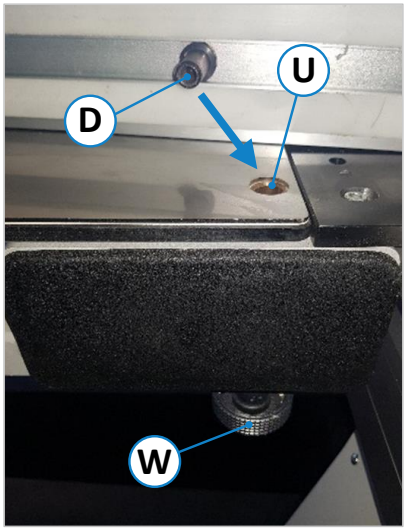
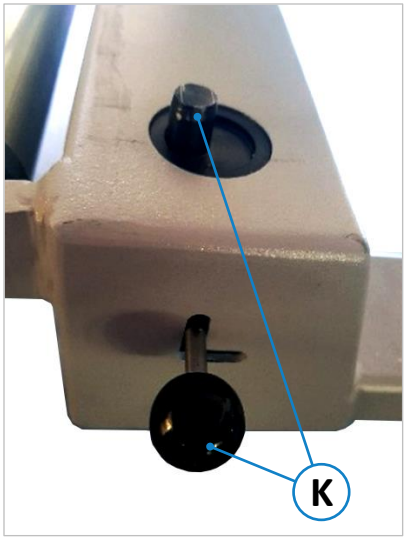
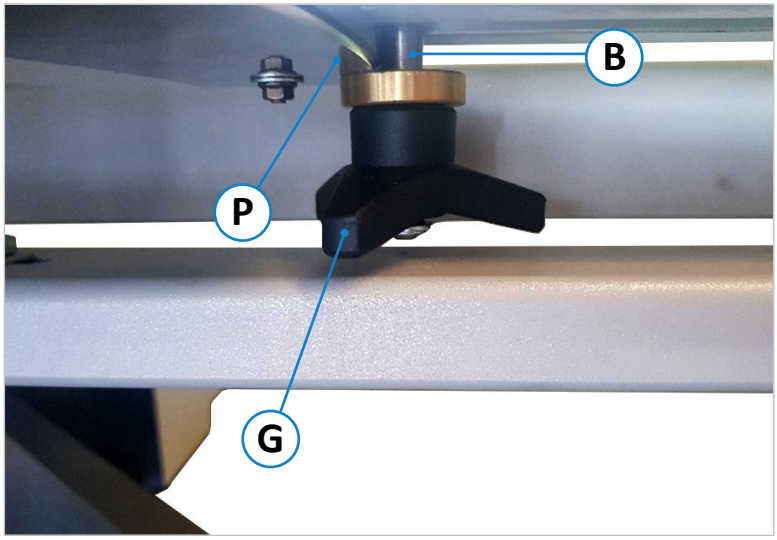
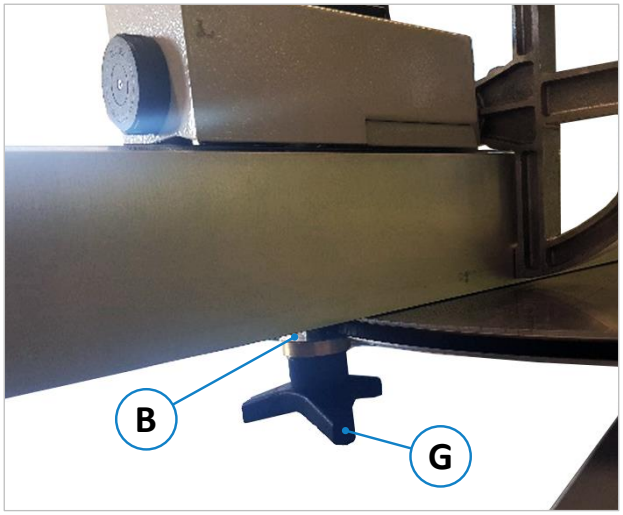

Abbildung 27: Längenanschlag montieren
Abbildung 29: 90 Grad Schnitt vorbereiten
Abbildung 30: Führungsbolzen anschlagen
Abbildung 32: Lineal am Längenanschlag einstellen
- Längenanschlag (**13**) auf den Querschlitten (**22**) legen, dabei das Drehlager (**D**) vom Längenanschlag (**13**) in die Arretier-Führung (**U**) im Querschlitten (**22**) einführen (siehe ⇨ Abbildung 27).
- Längenanschlag (**13**) am Querschlitten (**22**) mit dem hinteren Rastbolzen (**K**) in die vorgesehene Nut am Längenanschlag einrasten lassen (siehe ⇨ Abbildung 29). Der Führungsbolzen (**B**) muss (wie in ⇨ Abbildung 30 gezeigt) an der Längen-Winkelanschlagplatte (**P**) anschlagen.
- Hebel für Rastbolzen (**K**), Sterngriff (**G**) und Arretierungshandrad (**W**) lösen (siehe ⇨ Abbildung 27, ⇨ Abbildung 29 und ⇨ Abbildung 30).
- Der Führungsbolzen (**B**) muss an der Längen-Winkelanschlagplatte (**P**) anschlagen (siehe ⇨ Abbildung 30 und ⇨ Abbildung 32).